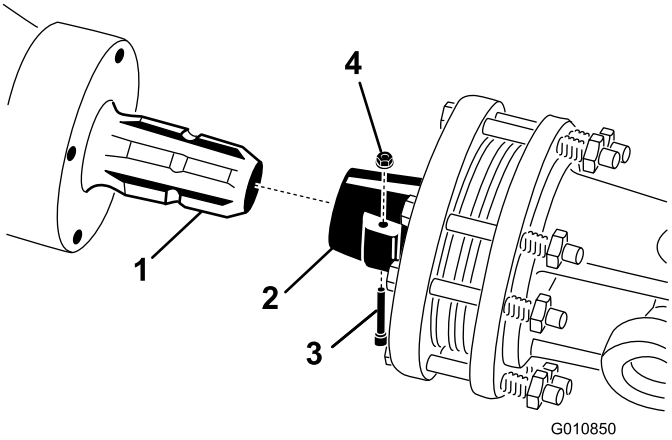

Figur 20
1. Fjern stiften og møtrikken fra kraftudtagsakslen (Figur 20).
2. Tilslut kraftudtagets koblingsende til indgangsakslen på dybdelufterens gearkasse med stiften og møtrikken, der blev fjernet tidligere (Figur 20). Stiften kan kun sættes i på en måde.